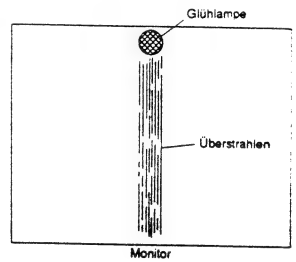

Abb. 4-3
(4) Abgleich der Sensorhilfsspannung (Abb. 4-3, 4-5)
(5) Rückfokus-Abgleich (Abb. 4-3)